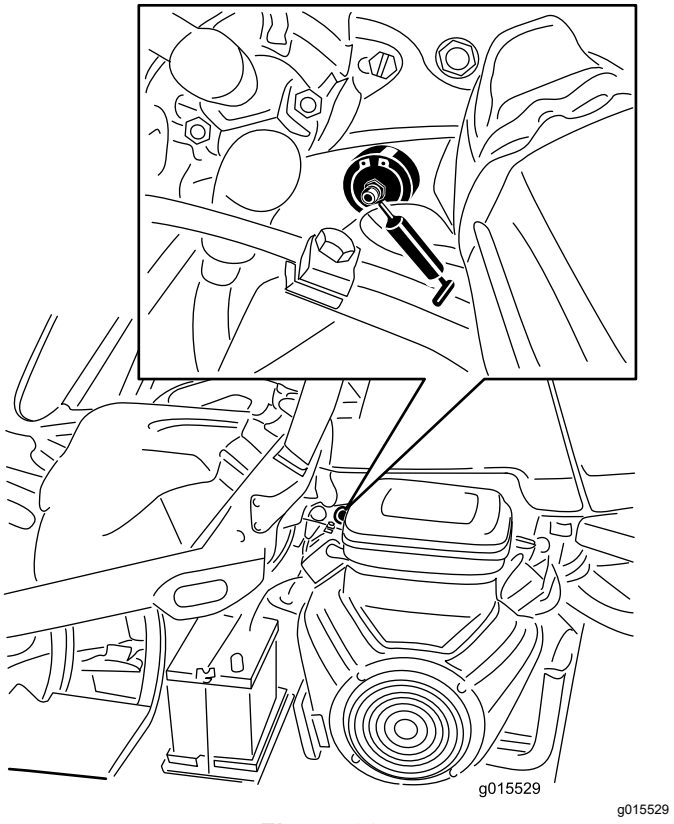

Figuur 30
1. Veeg de smeernippel schoon zodat u geen vuil in het lager of de lagerbus brengt (Figuur 30).